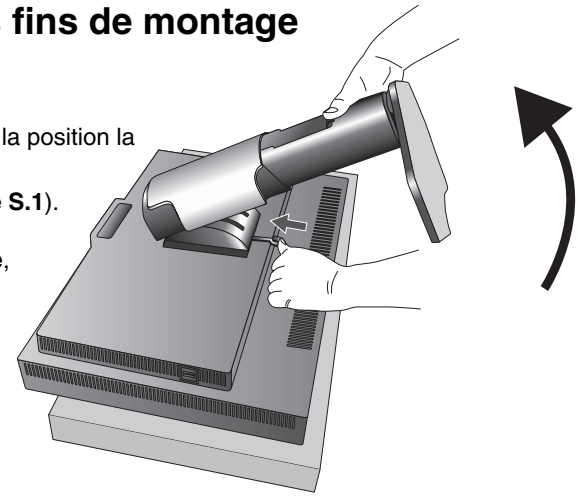

Figure S.1
3. Placez le moniteur face vers le bas sur une surface non abrasive (**Figure S.1**).
Pour cela, placez le moniteur face vers le bas sur un bureau ou une table, de telle sorte que le capteur avant intégré soit situé hors de la surface (**Figure S.1**).
Appuyez sur le levier à dégagement rapide et tournez-le dans la direction indiquée par les flèches (**Figure S.1**).
5. Soulevez le support pour le décrocher du moniteur (**Figure S.1**).